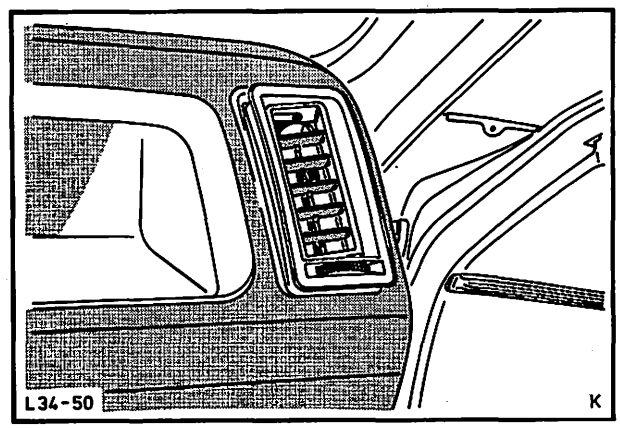

Abb. 59 Belüftungsdüse komplett einbauen
3. Belüftungsdüse komplett einsetzen und so weit hereindrücken, bis Halteklammern einrasten, Abb. 59.